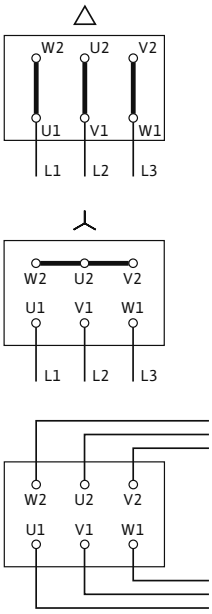

Fig. 17: Подключение к сети
Схема электроподключения находится в крышке клеммной коробки (см. также Fig. 17).
- Подключение к сети зависит от мощности двигателя P_2, от сетевого напряжения и от типа пуска. Необходимое переключение соединительных перемычек в клеммной коробке можно определить по следующей таблице «Табл. 4. Распределение клемм» на стр. 106 и Fig. 17.